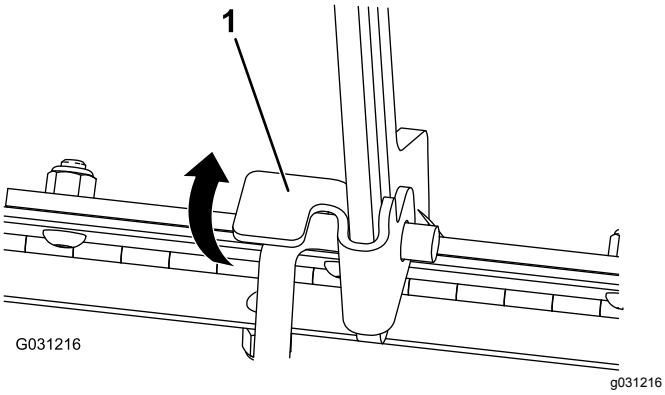

**Figuur 33**
1. Trek het lipje waarmee de steunstang bevestigd is omhoog (Figuur 33)